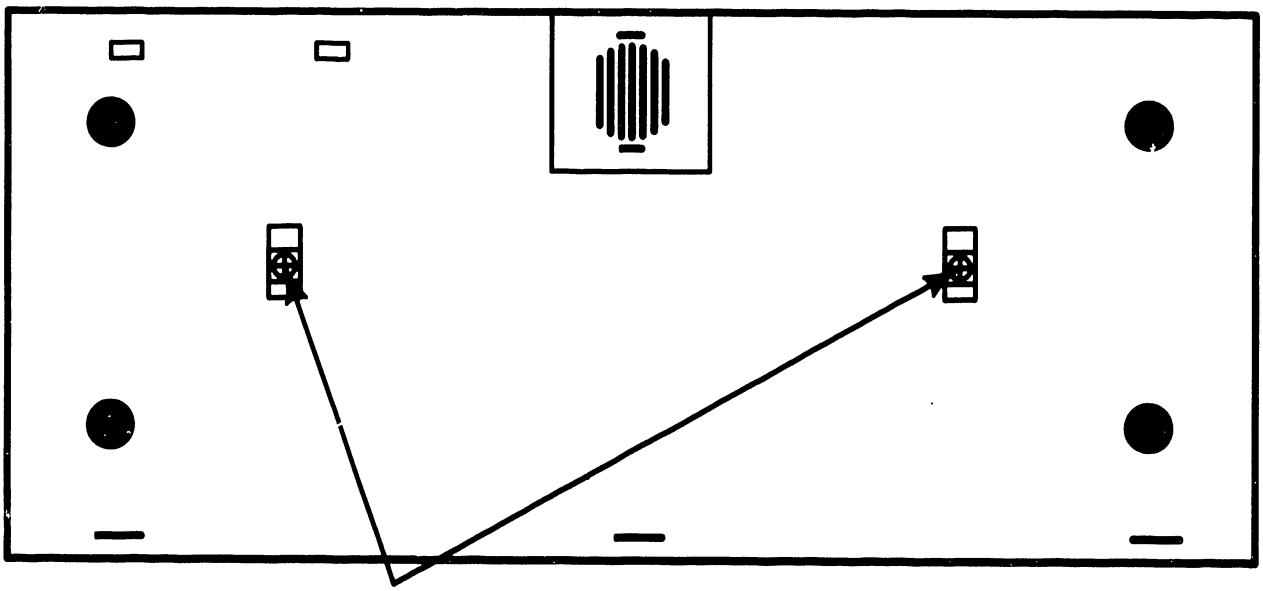

Figure 5-12. Removing the Keyboard Cover
2. Referring to Figure 5-12, turn the Keyboard top down on a suitable work surface and remove two screws on the bottom.